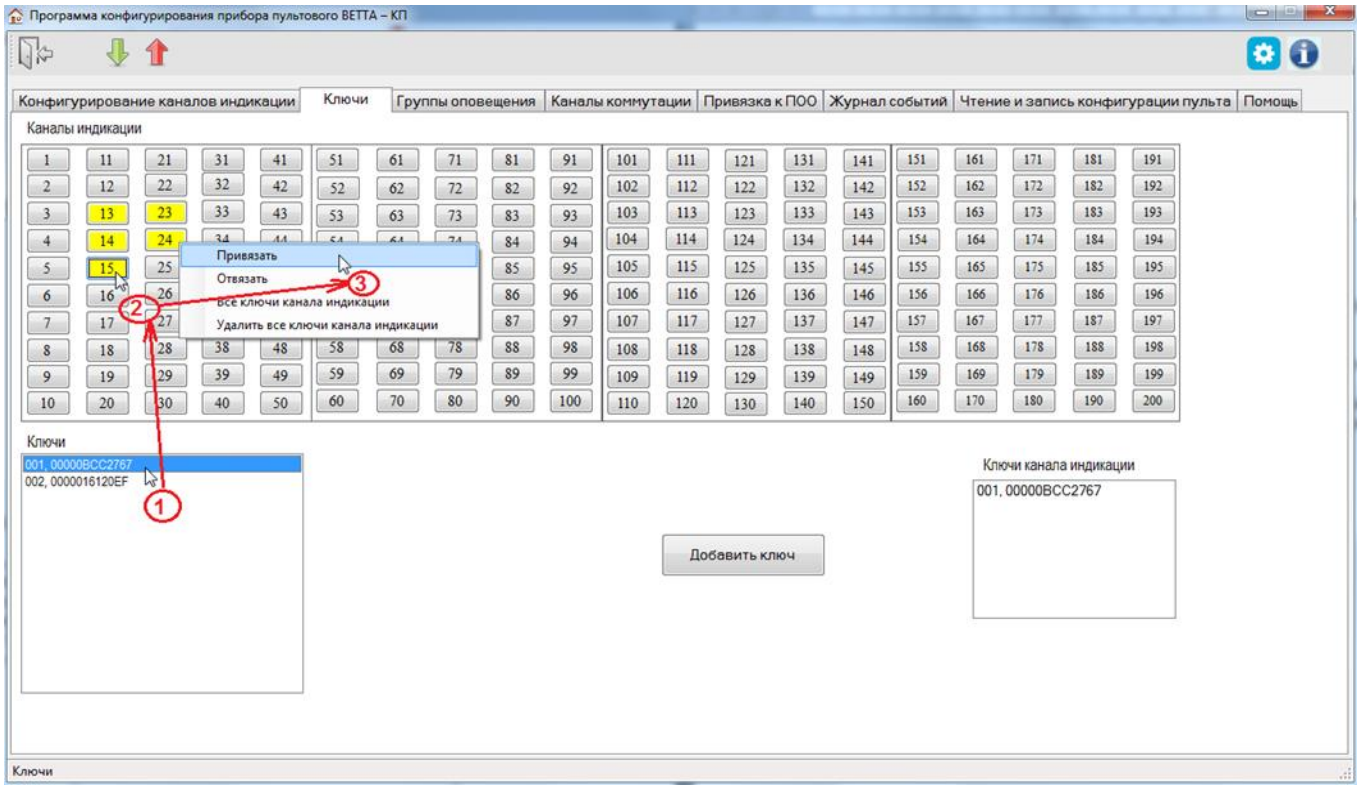

Рис. 25. Привязка ключей ТМ к каналам индикации
4) После завершения чтения текущей конфигурации и запуска основного окна программы-конфигуратора, перейдите на вкладку «Ключи» (Рис. 25).
5) Выделите в списке «Ключи» привязываемый ключ (Рис. 25, шаг 1).
6) В области «Каналы индикации» выделите (подсвечиваются жёлтым цветом после наведения курсора и клика левой кнопки мыши), все каналы индикации, к которым будет привязан ключ (Рис. 25, шаг 2).
7) Вызовите правой кнопкой мыши контекстное меню, и выберите команду «Привязать» (Рис. 25, шаг 3). Ключ привязывается к выбранным каналам индикации и, следовательно, к зонам, которые привязаны к этим каналам индикации. Каналы индикации с привязанными ключами будут окрашены зеленым цветом.